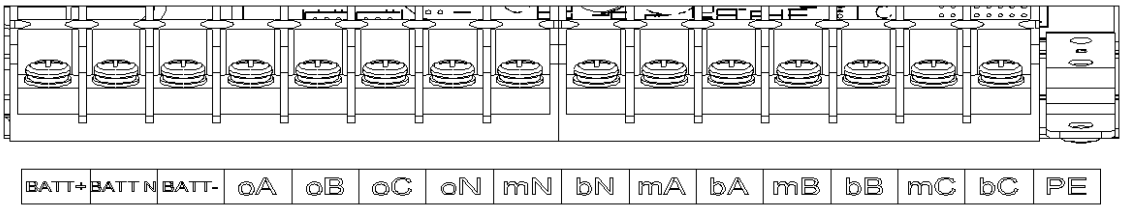

Figure 3-5 Connection terminals
(1) Verify that all the switches of the UPS are completely open and the UPS internal maintenance bypass switch is open. Attach necessary warning signs to these switches to prevent unauthorized operation.
(2) Open the back door of the cabinet, remove the plastic cover. The input and output terminal, battery terminal and protective earth terminal are shown in Figure 3-5